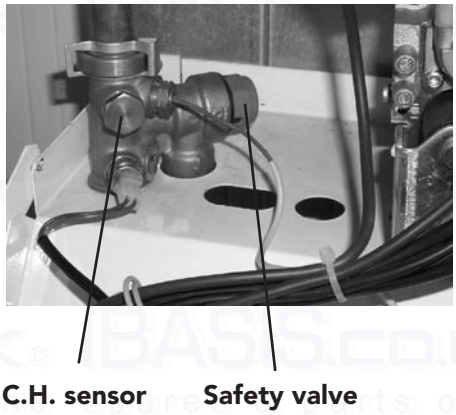

Fig. 34
- Remove the two fixing screw (fig. 34) "A"
7.07.1 Central Heating Temperature Sensor (fig. 34)
- Identify the sensor from figure 34
7.07.2 Safety Valve (fig. 34)
- Identify valve from fig. 34